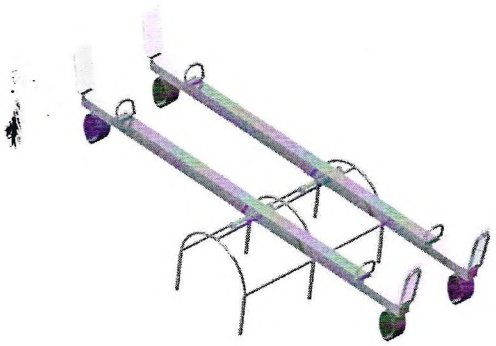

Рисунок 2 - Общий вид качели БК-3
18.1.7 Установить Изделие БК-3 в подготовленные ямы. Проверить угол раскосов, используя отвес. Забетонировать (бетон В15; V=0,18 м3) согласно схеме (рис. 2), дать время застыть бетону 1-2 дня.
18.2.3. Общий вид Изделия БК - 2 с рекомендуемым расположением встраиваемого и навесного оборудования показан на (рис.2).